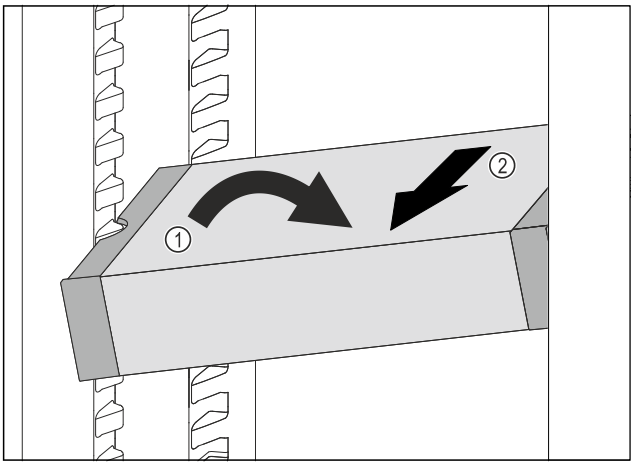

Fig. 139
▶ Incliner le VarioSafe dans la partie réfrigérateur. *Fig. 139 (1)*
▶ Sortir le tiroir VarioSafe par l'avant. *Fig. 139 (2)*